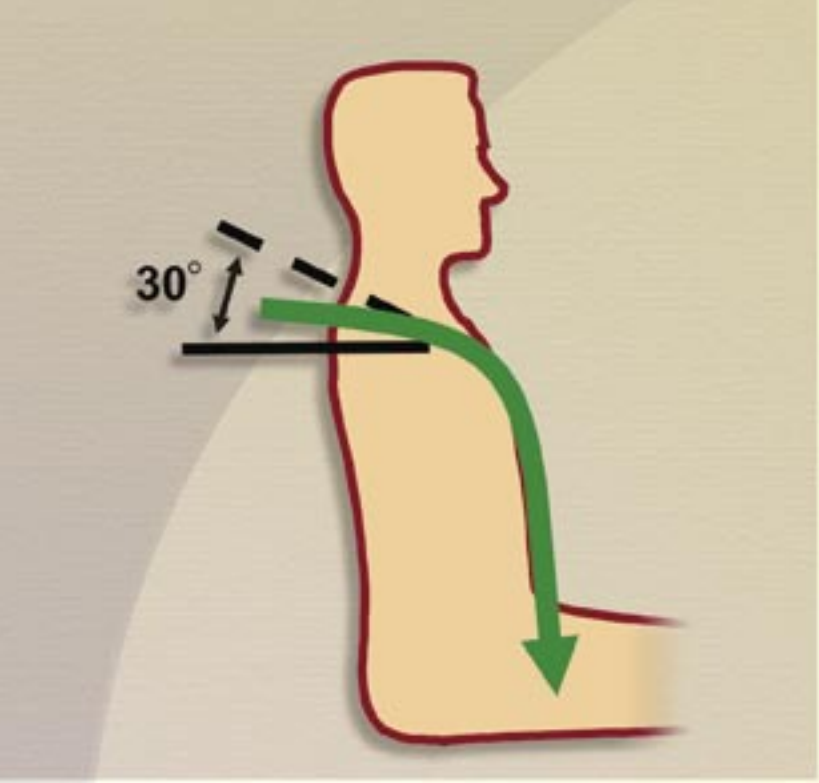

Figure 2. **Correct shoulder harness positioning.**
(1) Shoulder harness. The shoulder harness should lie horizontal or up to 30 degrees above the horizontal in order to provide best restraint and to minimize downward loading of the spine (Figure 2). The green line represents the line of the shoulder harness.